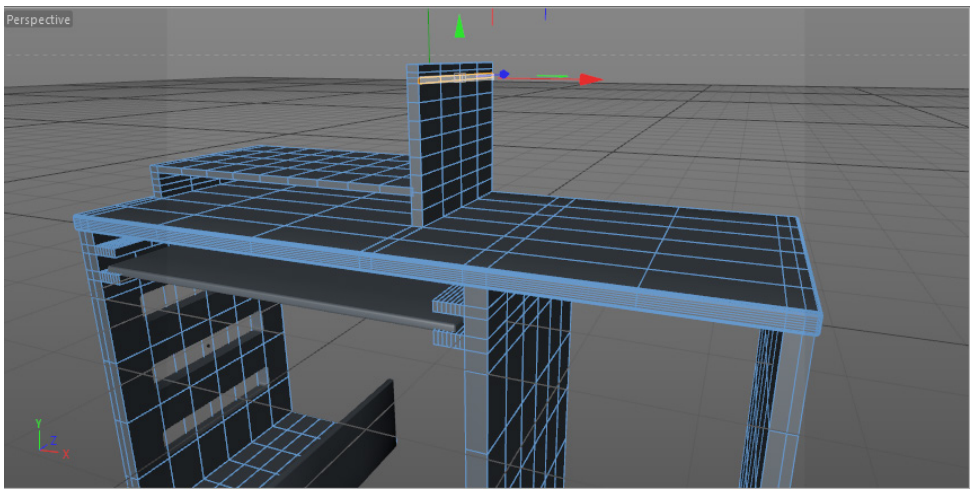

Figure 3-106 *The selected polygons of Computer table*
6. Choose the **Polygons** tool from the Modes Palette; the Computer table is displayed in the polygon mode. Choose the **Live Selection** tool from the Command Palette and make sure that the **Visible Only** check box is selected. Now, select the polygons of Computer table, as shown in Figure 3-106.